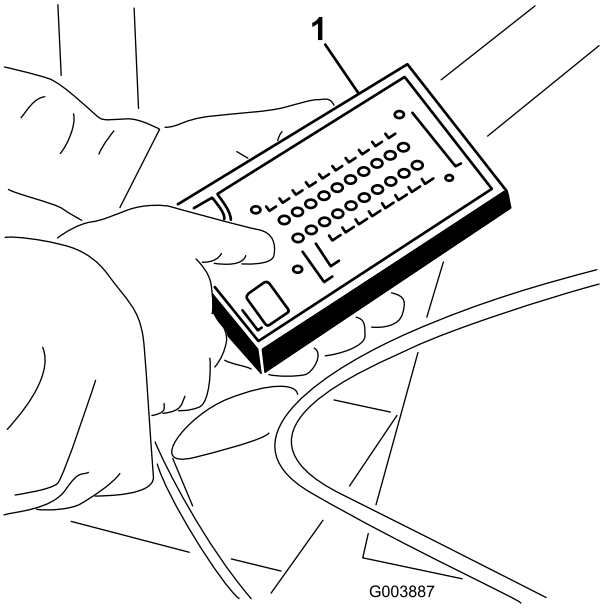

Figur 39
5. Anslut diagnosinstrumentets kontakt till ledningsnätets kontakt (Figur 39).